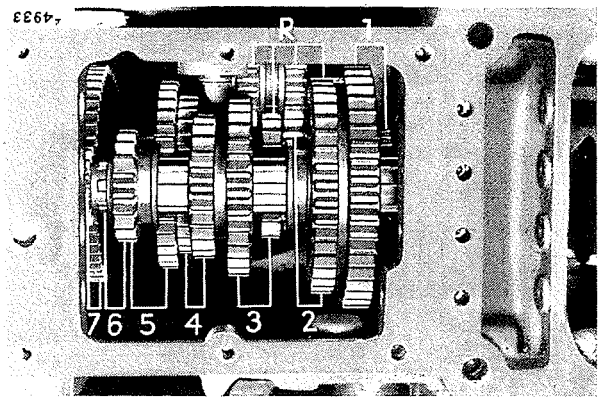
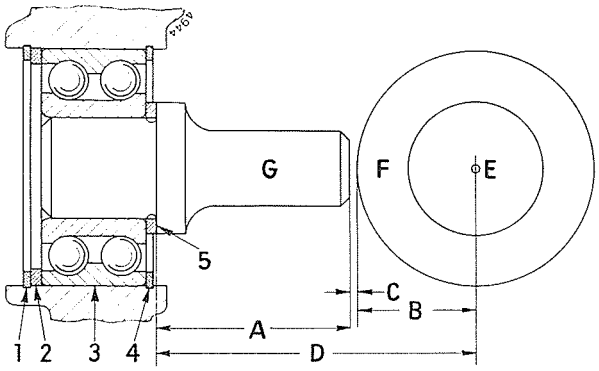

Bild 310
Bild 311
Vorderen Seegerring (1), Bild 311, sowie Abstandring (2) einsetzen und die Schiebewelle mit Kugellager durch leichte Schläge mittels Gummihammer von hinten eintreiben. Dabei die Schiebezahnräder in der richtigen Lage und Reihenfolge auf die Schiebewelle aufschieben, Bild 310.
Beim Einsetzen des hinteren Seegerringes (4), Bild 311, prüfen, ob die Schiebewelle im Gehäuse axial spielfrei sitzt. Nötigenfalls mit einem stärkeren Abstandring (2) ausgleichen.
Um die Dicke des erforderlichen Ausgleichringes zu ermitteln, wird das Kugellager mit den beiden Sicherungsringen (1 + 4), Bild 311, und dem Abstandring (2) spielfrei in die Bohrung der Getriebegehäusewand eingesetzt. An Stelle der Schiebewelle den entsprechenden Meßdorn (G) Nr. 54 oder Nr. 55 mit einem beliebigen Ausgleichring (5) so in das Kugellager (3) einfügen, daß der Ausgleichring an dem Kugellager fest anliegt.
Auf der Stirnfläche des konischen Triebels ist das Einstellmaß (D), Bild 311, 104.3 mm eingraviert.
Auf der Stirnfläche des konischen Triebels ist das Einstellmaß (D), Bild 311, 104.2 mm eingraviert.
Auf der Stirnfläche des konischen Triebels ist das Einstellmaß (D), Bild 311, 103.3 mm eingraviert.
Auf der Stirnfläche des konischen Triebels ist das Einstellmaß (D), Bild 311, 103.5 mm eingraviert.